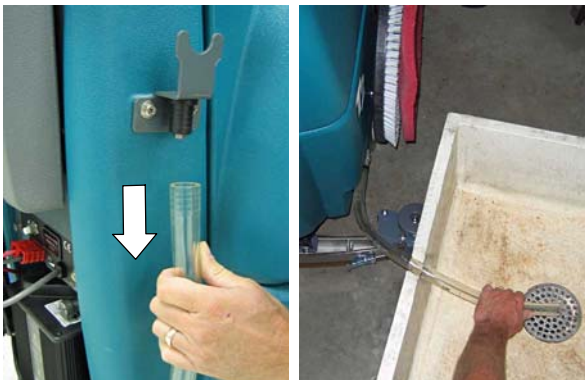

FIG. 37
4. Videz le réservoir de solution (Figure 37)